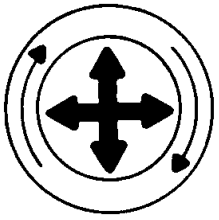

FIGURA 7-5
1. Solte as travas, abra o corpo do purificador de ar e retire os elementos como mostrado a seguir (Figura 7-5):